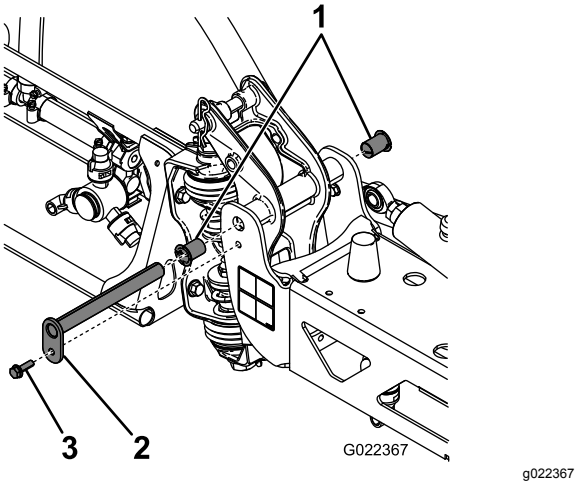

Figur 85
3. Når bommens vekt er støttet, fjern skruen og mutteren som fester svingbolten til bomenheten (Figur 85).
6. Fjern og kontroller nylonhylsene fra for- og baksidene på svingbraketten (Figur 85).
8. Monter bommen og svingbrakettenheten på den midtre rammen, og innrett åpningene (Figur 85).